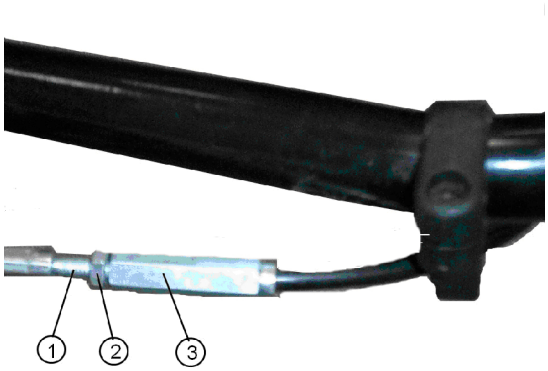

Рис. 7.
- Ослабить контргайку (см. рис.7, поз.2) и, вращая втулку (поз.1) относительно корпуса (поз.3), выбрать люфт тросика относительно оплетки.